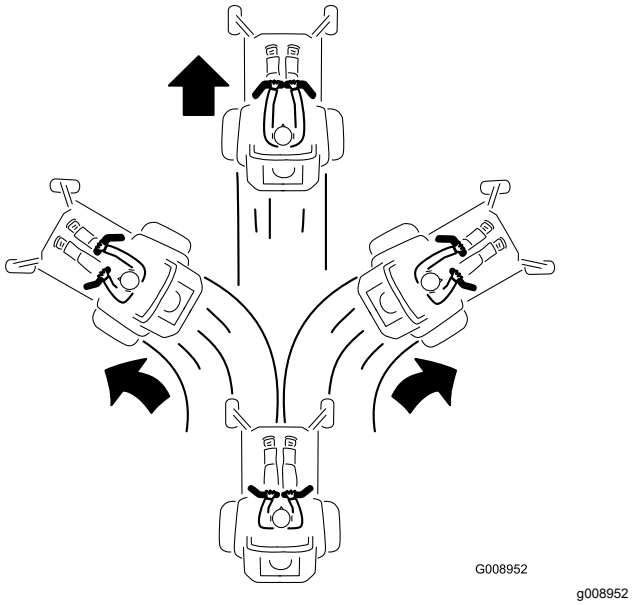

Figur 26
2. Skyv bevegelsekontrollspakene forsiktig forover for å gå fremover (Figur 26).